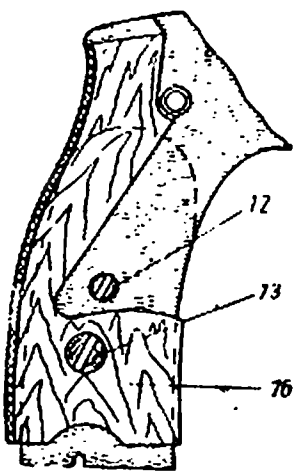
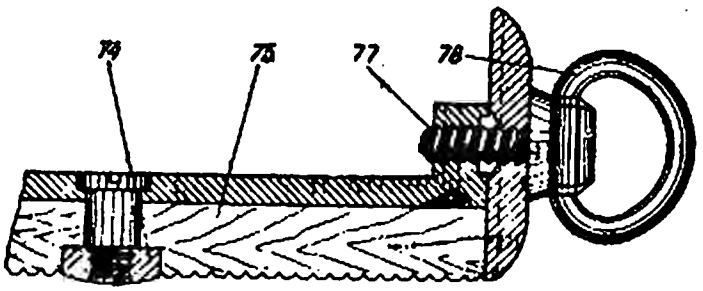

Рис. 26
Рис. 27
3. Малый выход бойка (*42* на рис. 19). Взвести и спустить курок с боевого взвода, удерживая спусковой крючок в заднем положении, нажать на спицу курка и подать его вперед доотказа. Затем прибором для проверки выхода бойка (приложение 3, рис. 26) измерить выход бойка из казенника. Выход бойка должен быть в пределах 1,3—1,7 *мм*.	Заменить боек новым и проверить его выход из казенника.
1. Отвертывание винтов щечек или средника (*72* и *73* на рис. 26).
2. Износ или срыв резьбы винтов щечек или средника (*72* и *73* на рис. 26).
3. Износ гнезда в щечках для шайбы винта (*74* на рис. 27).
Отколы и трещины на щечках (*75* на рис. 27) и среднике (*76* на рис. 26)
Излом винта кольца (*77* на рис. 27)
Изгиб кольца для шнура (*78* на рис. 27)
Срыв кольца и его потеря (*78* на рис. 27)